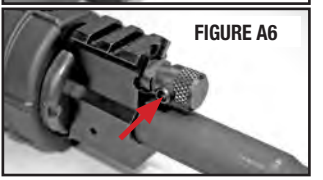

FIGURE A6
- When the spring loaded plunger is in nine o'clock position it is in the Takedown (removal) position (FIGURE A6).